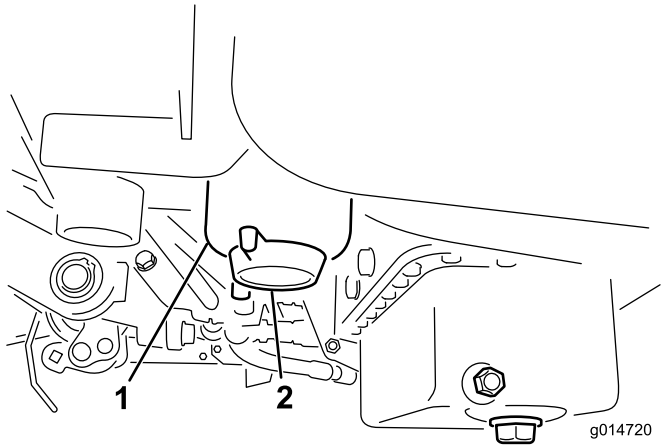

Figur 33
3. Åpne tappepluggen på drivstoffilteret ca. én omdreining, og tapp ut oppsamlet vann (Figur 33). Stram til pluggen etter tapping.